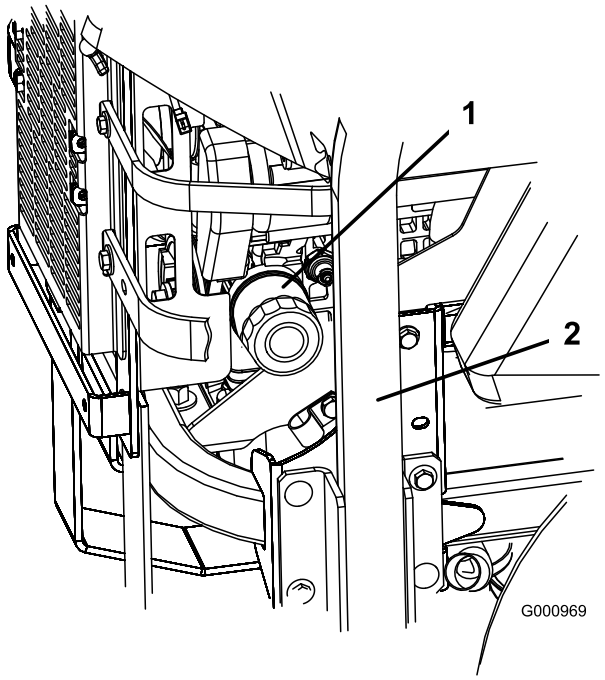
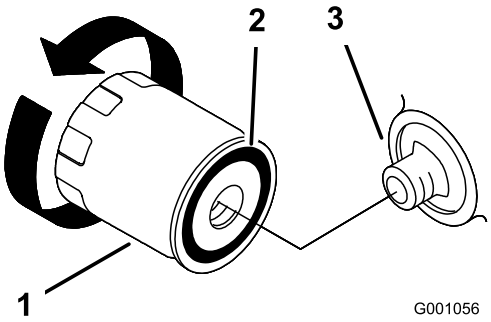

Figur 48
Figur 49
2. Drej filteret mod uret for at afmontere det (Figur 48 og Figur 49).